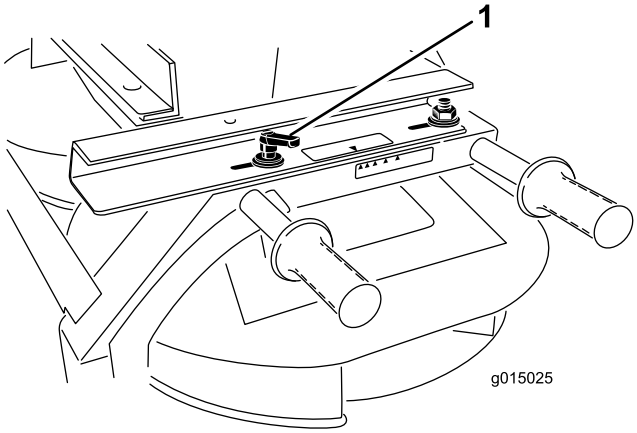

**Figur 32**
1. Lossa handtagen på varje sida av dubbelspridaren (Figur 32).